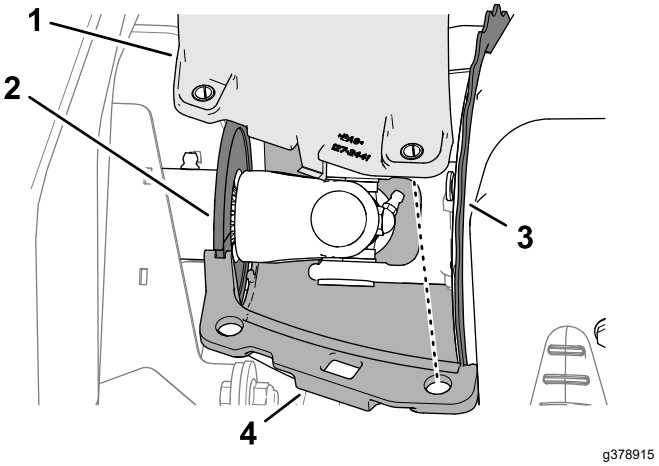

Figur 67
1. Ret rillerne i den øverste og nederste generators luftkølerskærme ind efter drivakselbørstens forsegling og flangen på generatordækslet (Figur 67).